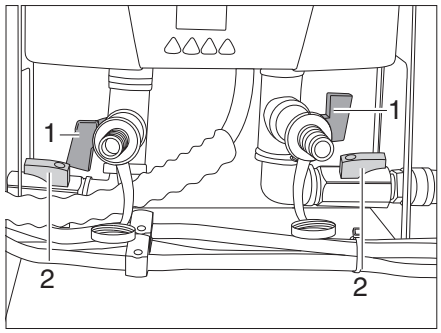

Fig. 179 Instantaneous water heater
- Close the red drain valves (Fig. 179,1).
- Open the black valves (Fig. 179,2).